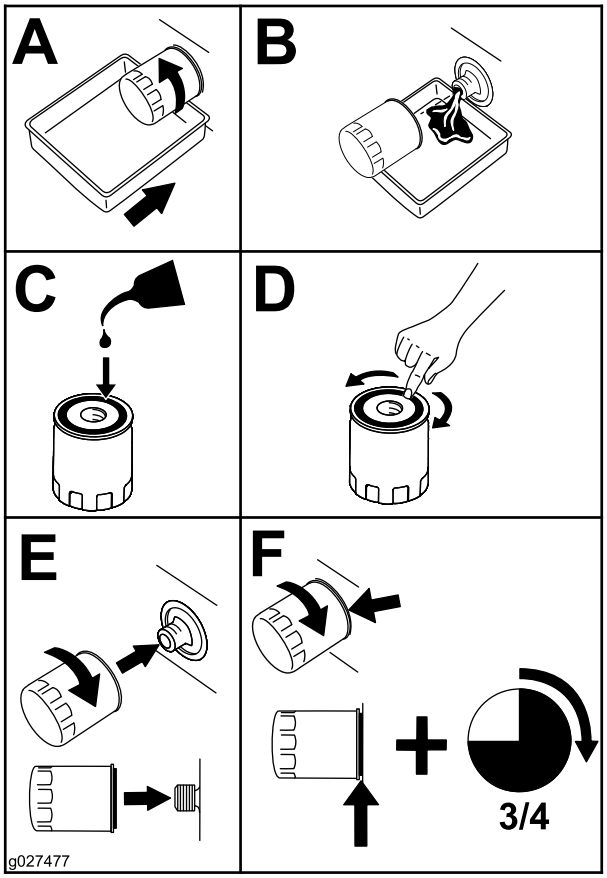

Figuur 34
4. Brandstoffilter vervangen (Figuur 34).